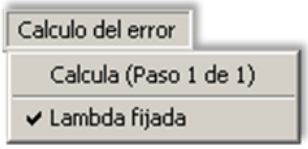

Figura D.15.Despliegue del menú Cálculo del Error.
- **Menú Diseño del Circuito.** Este campo permite realizar el estudio del error cometido al suponer equilibrio de tensiones (ver Figura D.15):